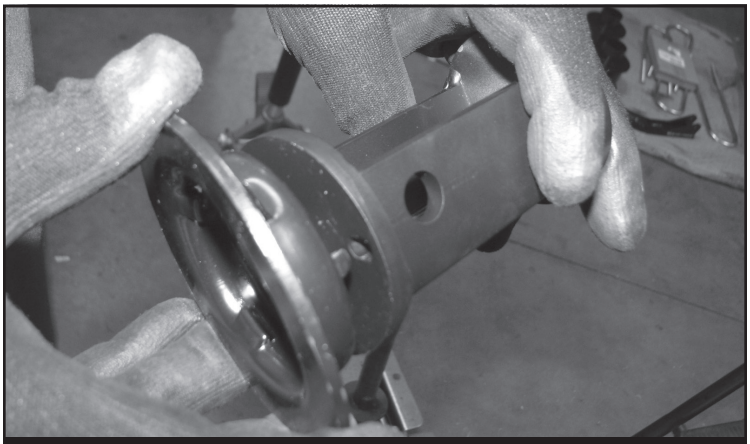

FIGURE 8 - STEP 13
13. Install FT30654 (Bump Stop Extension) onto the factory cup using the supplied 1/2” x 1-1/4” hardware and set aside. Torque to 127 ft-lbs. **SEE FIGURE 8**